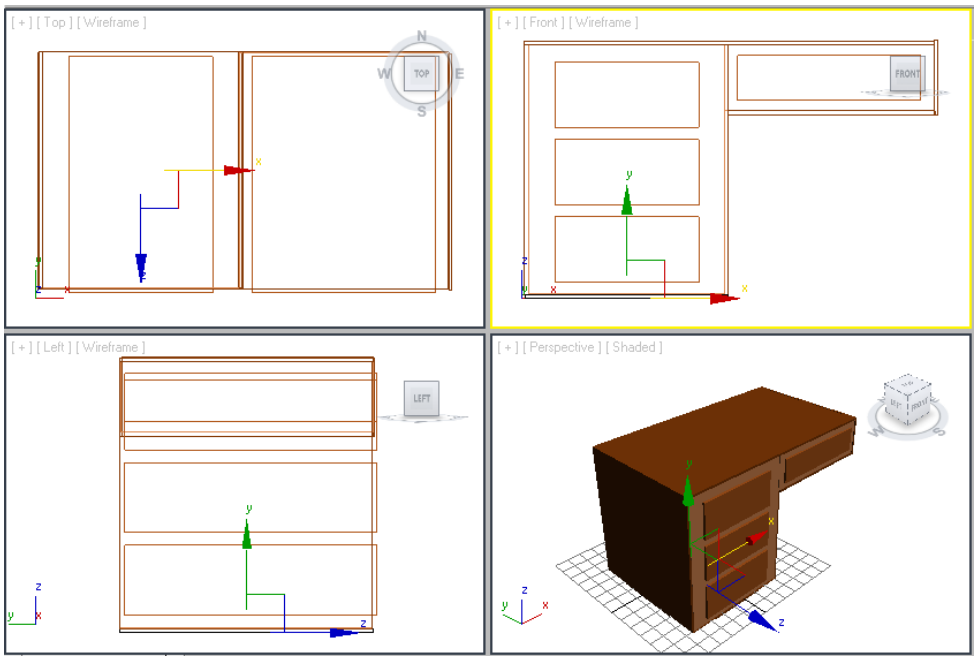

Figure 3-30 *Alignment of the lower face with the bottom of the left box*
10. Align the *lower face* box with the bottom of the *left box*, as shown in Figure 3-30